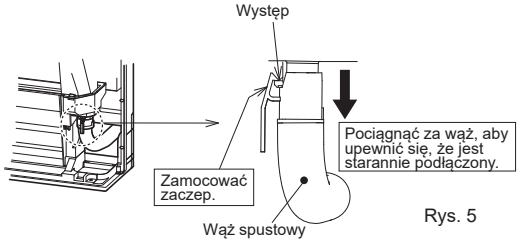

Rys. 5
- Wsunąć wąż spustowy do oporu w podstawę tacy na skropliny (połączenie końcowe). (Rys. 5)